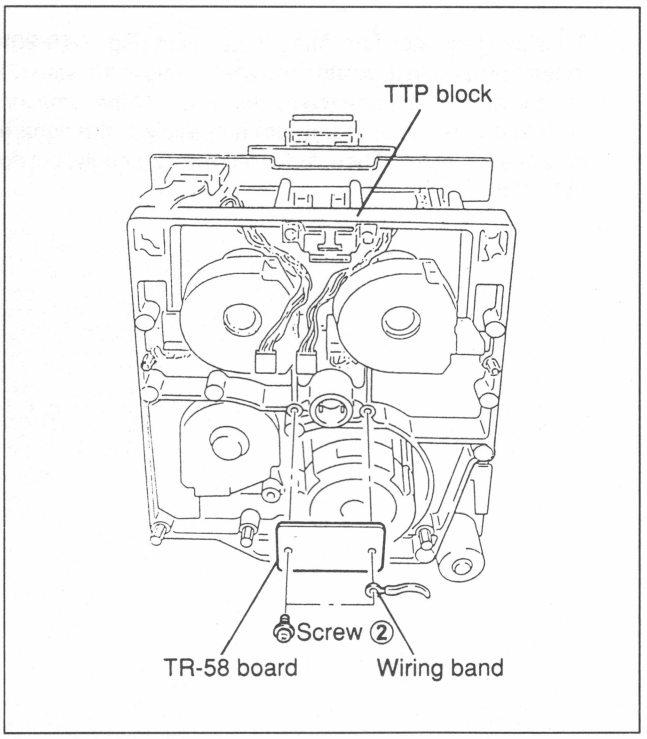

Fig.7-10-22 TR-58 Board Removal
8. TR-58 Board Removal (Fig. 7-10-22)
9. TR-58 Board Replacement and Installation (Fig. 7-10-22)